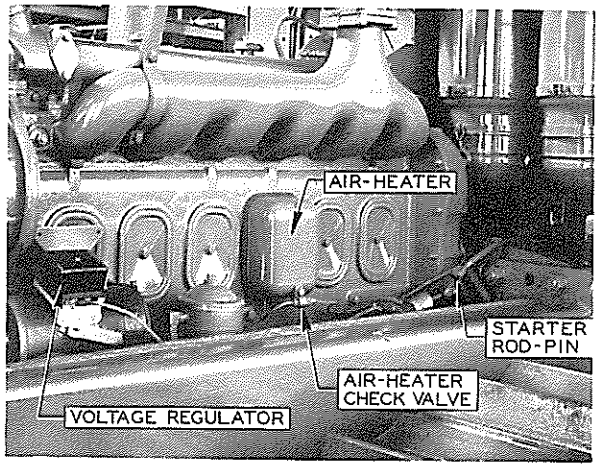

FIG. 4
12. Remove generator wire from outside of generator voltage regulator. Fig. 4.
13. Remove the cable and wire from the outside starter switch terminal. Fig. 4.
18. Remove pin from starter rod at starter. Fig. 4.